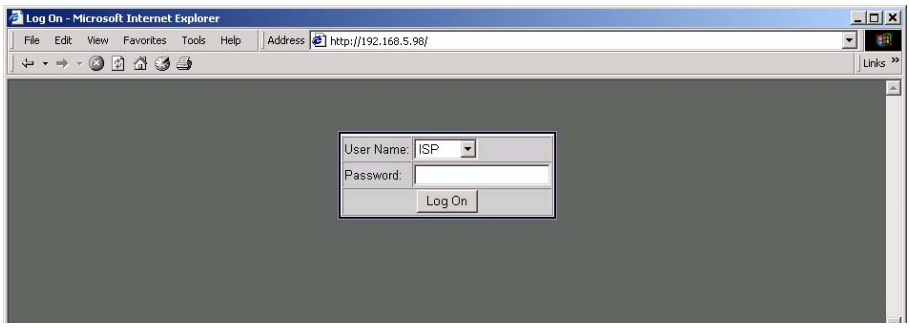

Figure 3-1 BSU Web GUI Logon Screen
2. Enter the URL, *http://‹BSU IP address›/*. The logon page will appear, as shown in *Figure 3-1*.